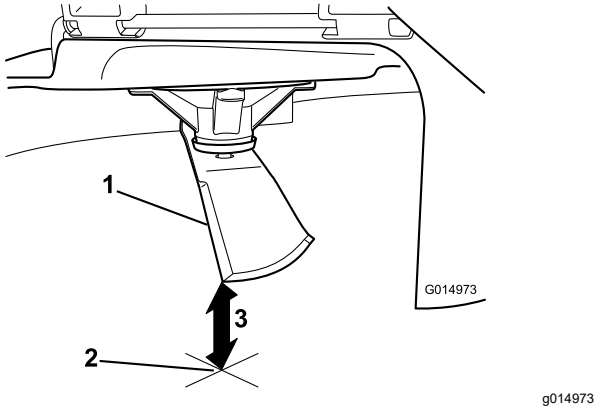

Figura 51
3. Mida desde la punta de la cuchilla hasta la superficie plana (Figura 51).